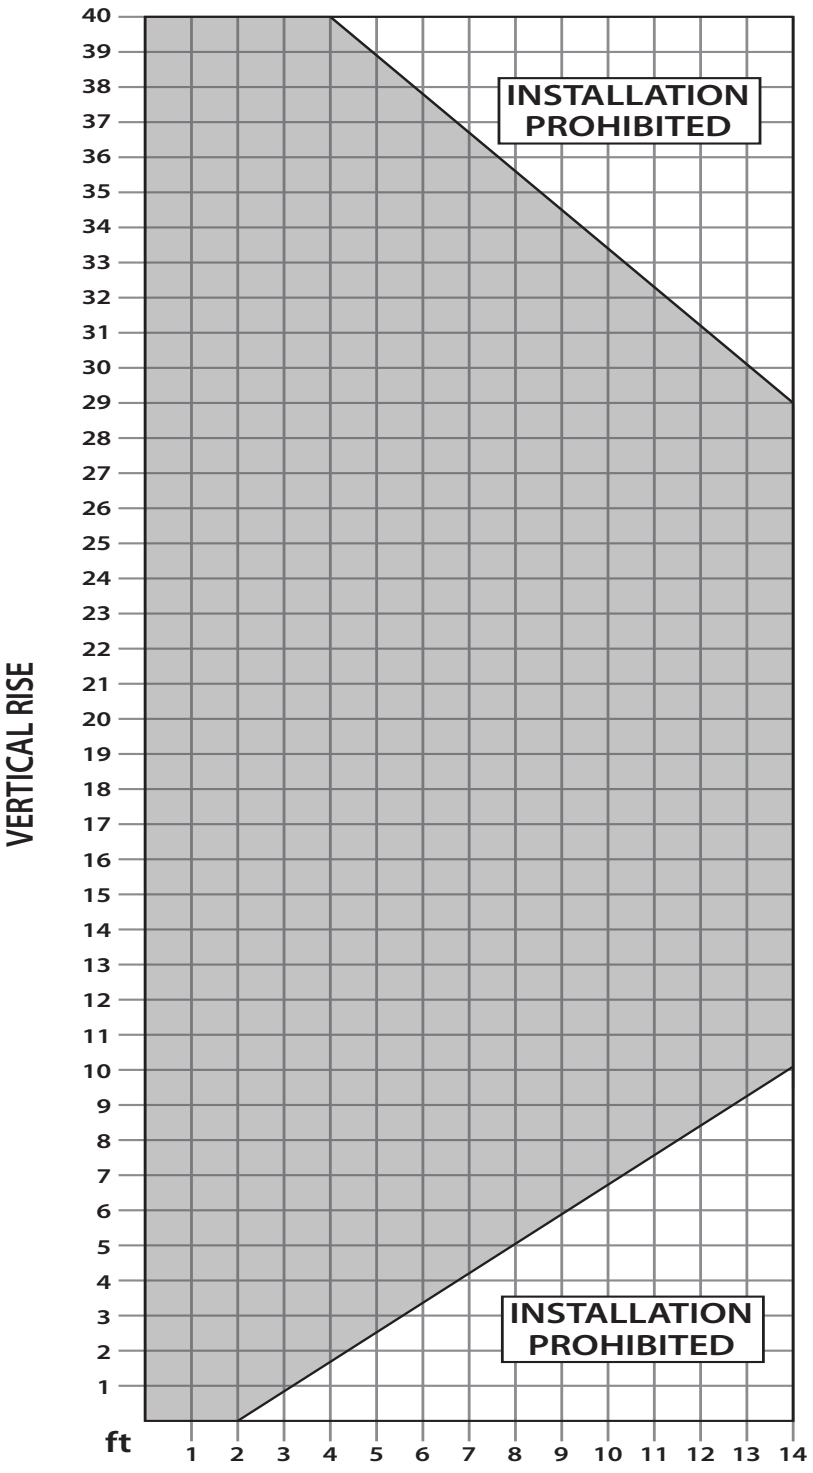

Figure 32.1 Possible Vent Configurations for Top Vented Vertical and Horizontal Terminations.
Figures 32.1 & 32.2 show the range of possible vent configurations if the unit is top or rear vented, for vertical and horizontal terminations. Any layout that remains within the shaded areas is acceptable. Having the fewest number of elbows is ideal, as they tend to disrupt air movement. Using 45˚ elbows is preferable to using 90˚ elbows. Also, a shorter vent system will perform better than a longer one. When top vented, the total length of horizontal vent pipe can not exceed 14 feet (4.27m) and the total vent length can not exceed 44ft (13.4m). Any combination of rise and run can be used as long as it lays within the shaded area (a total of two (2) 90˚ elbows or four (4) 45˚ elbows can be used. In addition to what is shown, if a 90˚ elbow is used in the horizontal plane, 3 feet (91.4cm) must be subtracted from the allowable horizontal run (for each 45˚ elbow, 1½ feet must be subtracted).